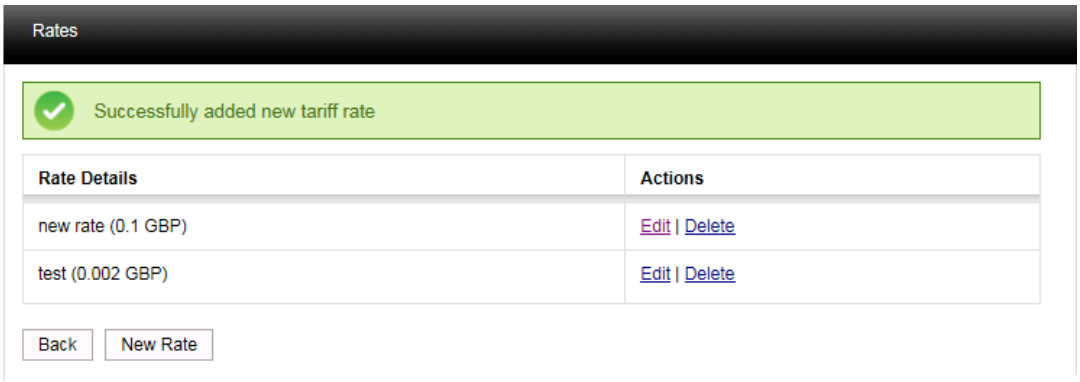

Figure 74
➢ The **Rates** window is displayed with a confirmation message. See Figure 74 below:
- By default, the first Rate defined in the **Rates** window (see Figure 74 above) is displayed.